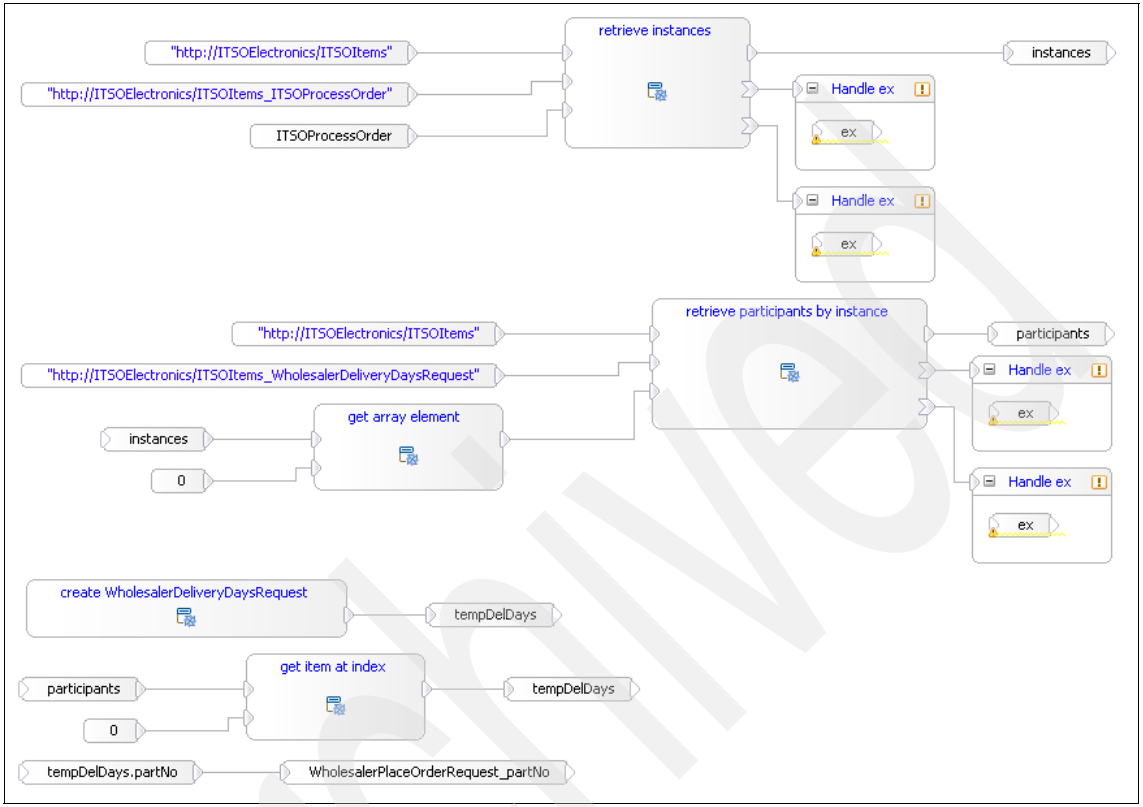

Figure C-24 The custom snippet
5. Click the **Custom** transformation and the **Properties** → **Details** tab. When the Visual Snippet Editor opens, create the visual snippet (see Figure C-24).